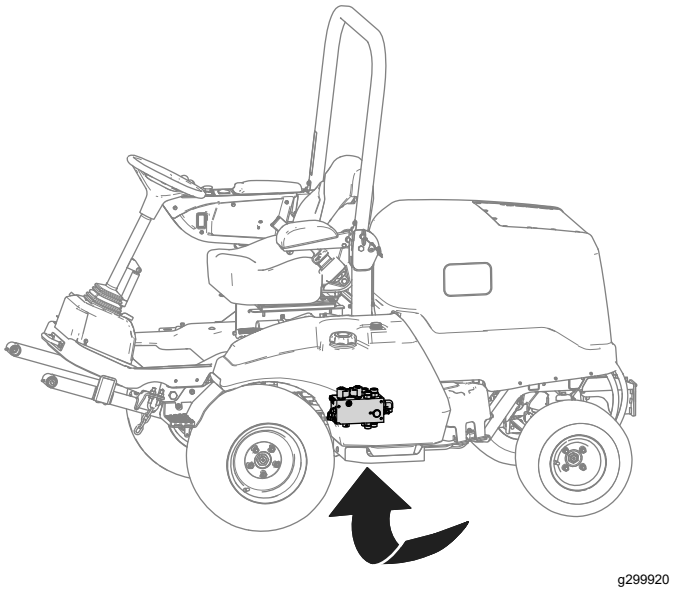

Figura 23
3. Localice el distribuidor de elevación desde debajo de la máquina (Figura 23).